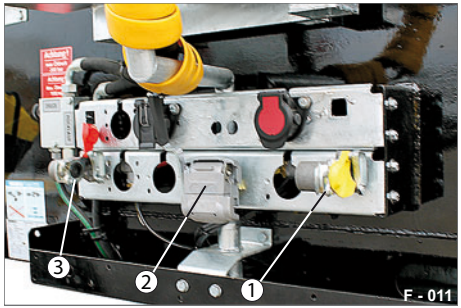

Abb. 13 Anschlüsse
- ▶ Kuppeln Sie den Kupplungskopf „Bremse“ (Abb. 13/2) an.
- ▶ Kuppeln Sie den Kupplungskopf “Vorrat“ (Abb. 13/1) an.
- ▶ Kuppeln Sie den Kupplungskopf „Vorrat“ (Abb. 13/2) ab.
- ▶ Kuppeln Sie den Kupplungskopf „Bremse“ (Abb. 13/1) ab.